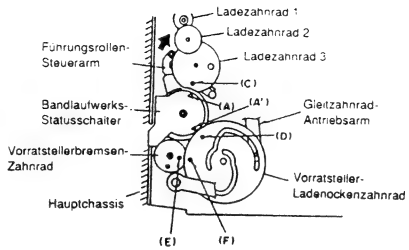

Abb. 3-2
2) Den Bandlaufwerk-Statusschalter unter der in Schritt 1) eingestellten Bedingung in das Hauptchassis einbauen. Darauf achten, daß die Markierung (C) auf dem Ladezahnrad 3 und die Markierung (A) auf dem Bandlaufwerk-Statusschalter ausgerichtet sind (siehe Abb. 3-2).
Darauf Achten, daß der Führungsrollen-Steuerarm vollständig in Richtung des Pfeiles gleitet (siehe Abb. 3-2).
3) Das Vorratsteller-Ladenocken-Zahnrad in das Hauptchassis einbauen, so daß die Markierung (E) auf dem Vorratsteller-bremsen-Zahnrad und die Markierung (F) auf dem Vorratsteller-Ladenocken-Zahnrad ausgerichtet sind (siehe Abb. 3-2).